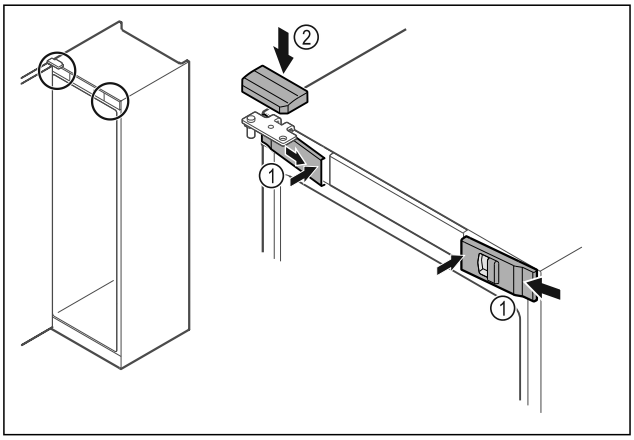

Fig. 42
- ▶ Acroșați apărătorile frontale *Fig. 42 (1)* lateral și fixați-le în poziție la interior.
- ▶ Fixați în poziție apărătoarea superioară *Fig. 42 (2)* de sus.